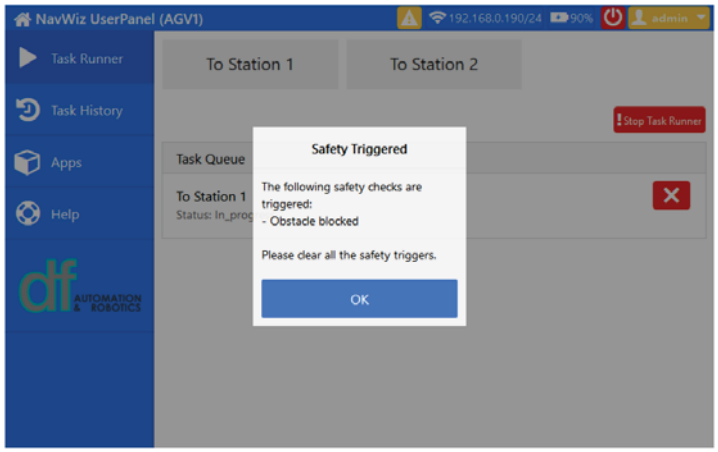

Fig. 3.24: Obstacle Blocked Safety Triggered Message
i. Upon sensing of obstacle inside the laser scanning profile, Zalpha AGV will stop its current operation immediately and a **Safety Triggered** with **Obstacle blocked** message as shown in Fig. 3.24 will be shown on the **LCD Touchscreen**